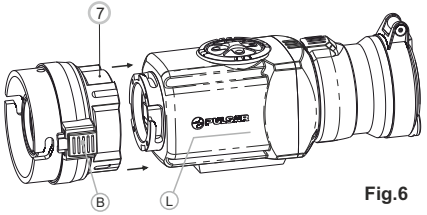

Fig.6
- Localisez l'oculaire d'attache de sorte que le verrou **(B)** soit parallèle au logo Pulsar **(L)** sur le corps de l'appareil **(Fig.6)**.